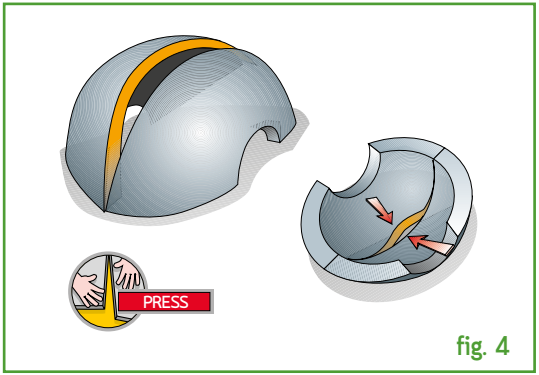

fig. 4
4) Une fois la colle sèche, assembler les deux parties, les bordures extérieures d'abord, et s'assurer que le joint est parfait de l'autre côté également(**fig 4**)